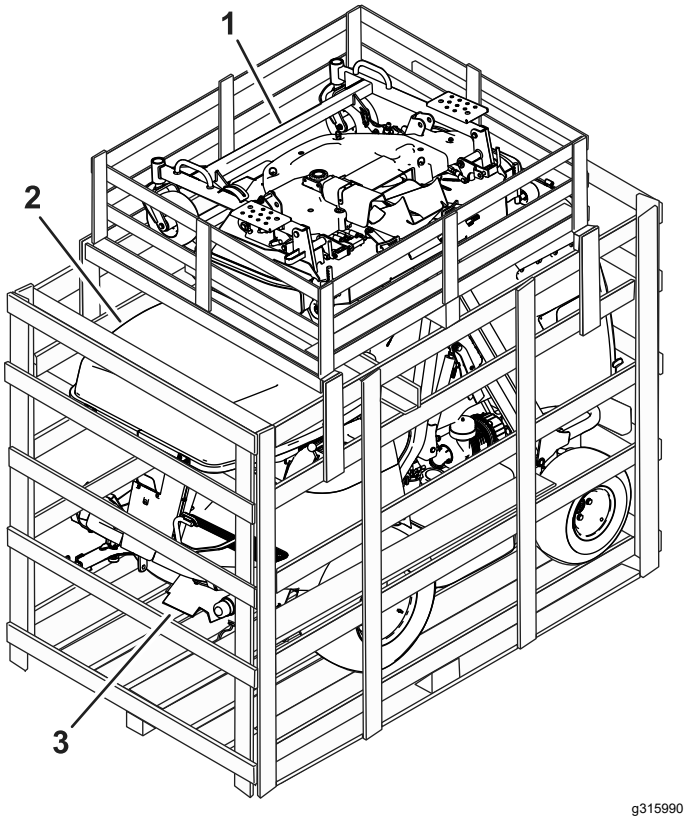

Figura 1
2. Retire la caja de la carcasa de corte (Figura 1).
3. Retire la puerta de la tolva de la caja (Figura 1).
10. Retire la máquina de la caja (Figura 1).